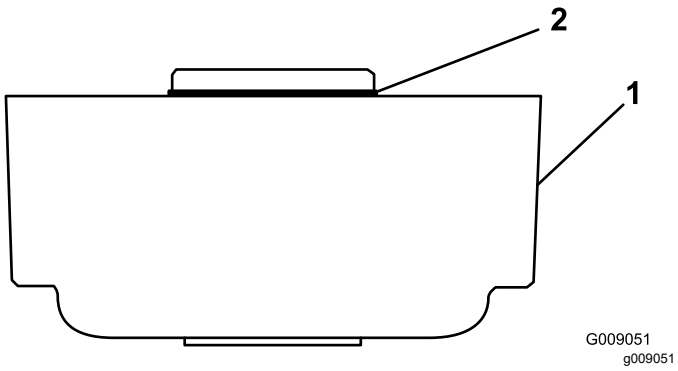

Figura 4
1. Asegúrese de que la junta tórica está colocada en el alojamiento del cepillo del rodillo (Figura 4).